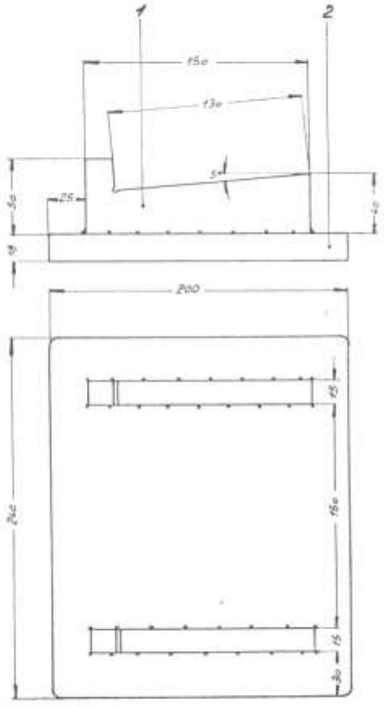

Bild 16: **Zylinderkopf-Auflagevorrichtung**
Beim Aus- und Einpressen sowie beim Kugeln der Ventilführungen unbedingt eine entsprechende Unterlage verwenden (Bild 16), damit der Druck vollkommen senkrecht erfolgt.
1. Zylinderkopf in die Aufnahmeunterlage (Bild 16) legen und unter die Presse stellen.